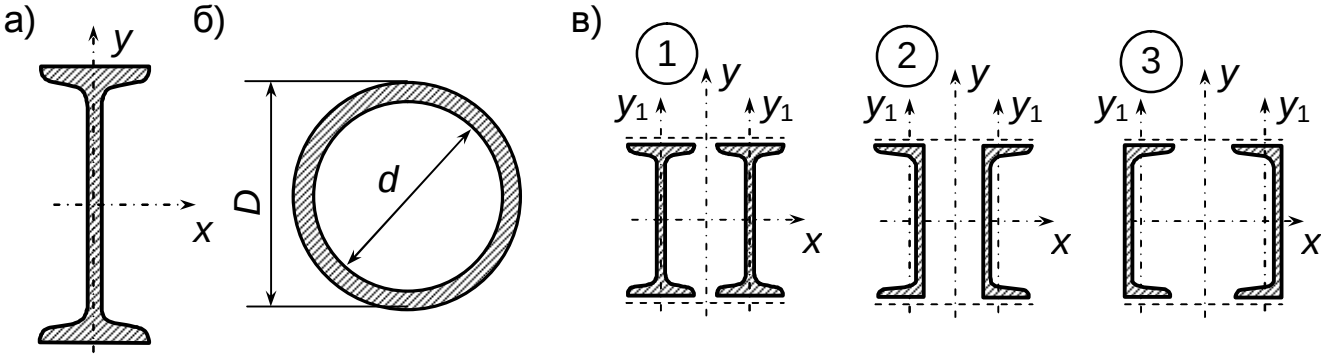

Рис. 8. Схемы поперечных сечений стойки: а – двутавровое, б – кольцевое, в – составное
1) определить грузоподъемность $[F]$ стойки, имеющей двутавровое поперечное сечение (рис. 8, а), из условия устойчивости;
а) кольца с соотношением внутреннего и наружного диаметров α (рис. 8, б);
б) составного сечения из двух прокатных профилей (рис. 8, в) (подбор сечения провести исходя из условия равноустойчивости в обеих плоскостях: $\lambda_x = \lambda_y$).